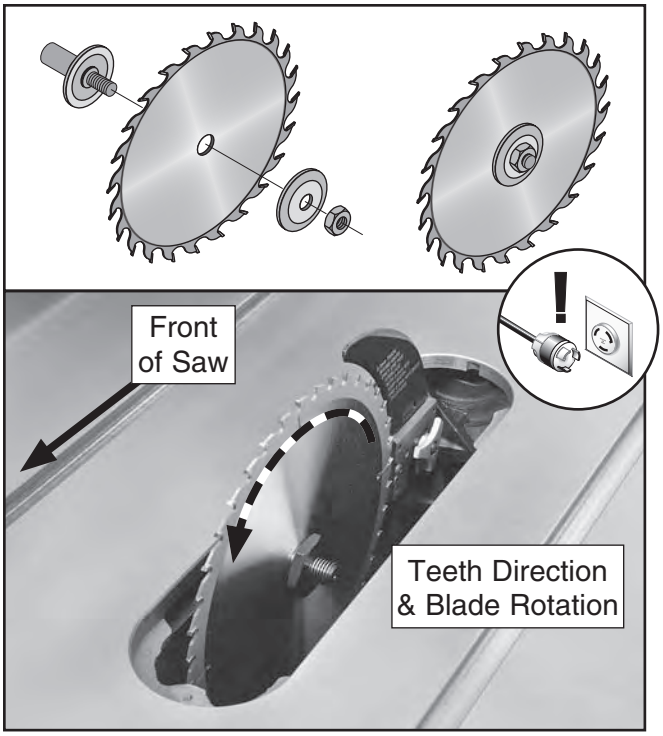

Figure 47. Example of correct blade direction.
5. Slide the blade over the arbor with the teeth facing the front of the saw, as shown in **Figure 47**.